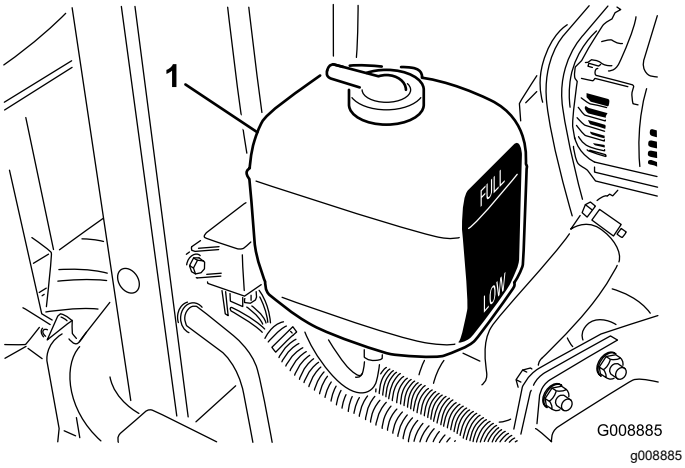

Figur 57
2. Kontroller kølervæskestanden i ekspansionsbeholderen (Figur 57). Med en kold motor skal kølervæskestanden være ca. midt imellem mærkerne på siden af beholderen.